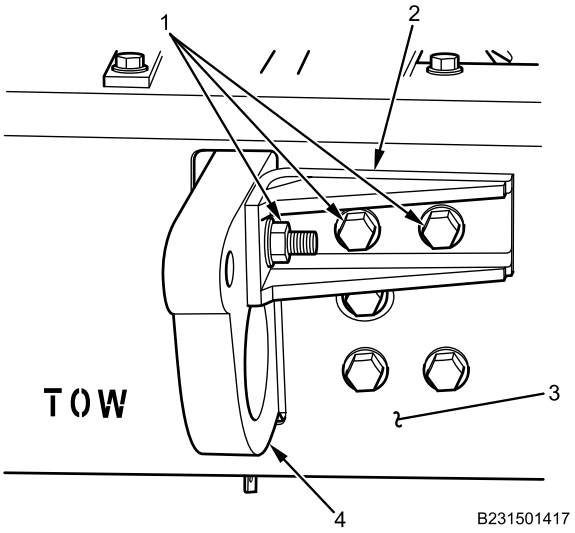

Figure 15. Right Front Towing Eye Brace.
16. Install towing eye braces (Figure 15, Item 2) on bumper (Figure 15, Item 3) and towing eyes (Figure 15, Item 4) with six bolts (Figure 15, Item 1) and two nuts and tighten securely.